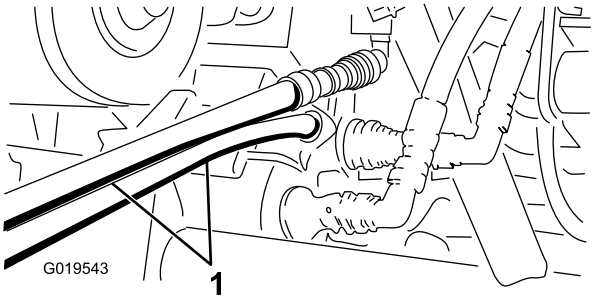

Figur 77
4. Koppla ihop de två slangarna med kopplingen som fortfarande sitter i kopplingsfästet på det andra fordonet (koppla den övre slangen till den övre kopplingen och den undre slangen till den undre kopplingen (Figur 77)). Täck alla oanvända kopplingar.